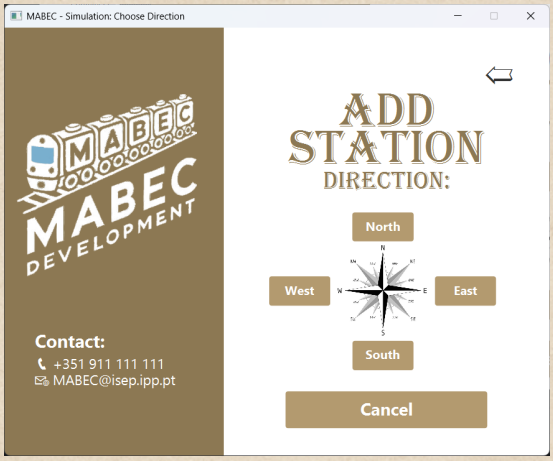

Figure 5.90: Add Station - Select Direction
- **Direction** – Choose the direction the station faces: North, South, East, or West (see Figure 5.90).